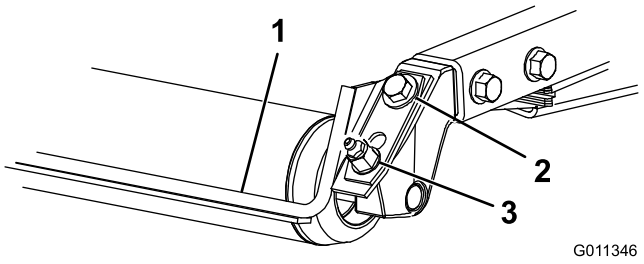

Figur 8
1. Lossa smörjnippeln och monteringsskruven (Figur 8).